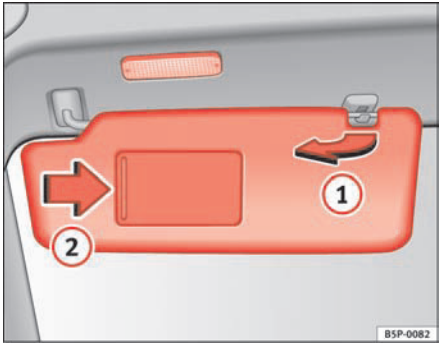

Fig. 82 Sun visor on the driver side
The sun visors for the driver and the front passenger can be pulled out of their mountings in the centre of the vehicle and turned towards the doors ⇒ fig. 82 (1).